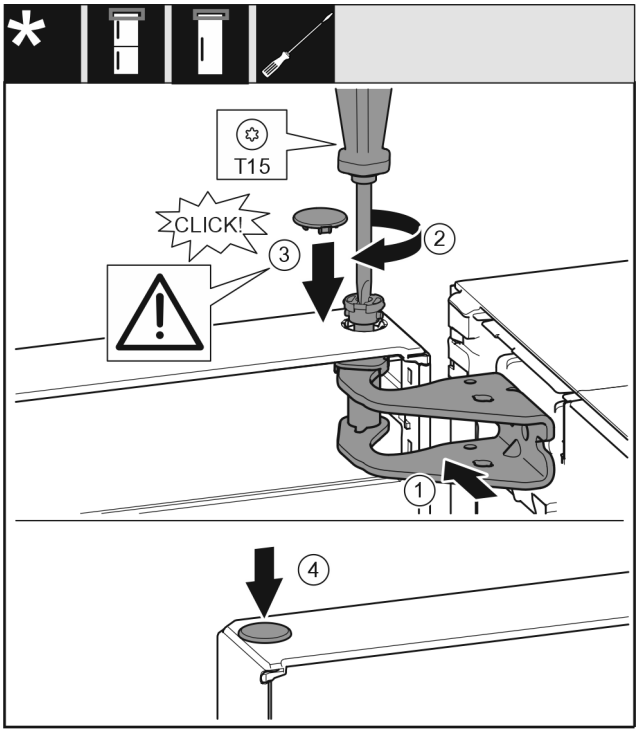

Fig. 19
- ▶ Align the top of the door with opening in the bearing bracket. *Fig. 19 (1)*
- ▶ Insert the bolt and tighten with a T15 screwdriver. *Fig. 19 (2)*
▶ Fit the protective cover to protect the door: Insert the protective cover and check that it is flush to the door. If not, insert the bolt fully. *Fig. 19 (3)*
▶ Insert the plugs. *Fig. 19 (4)*